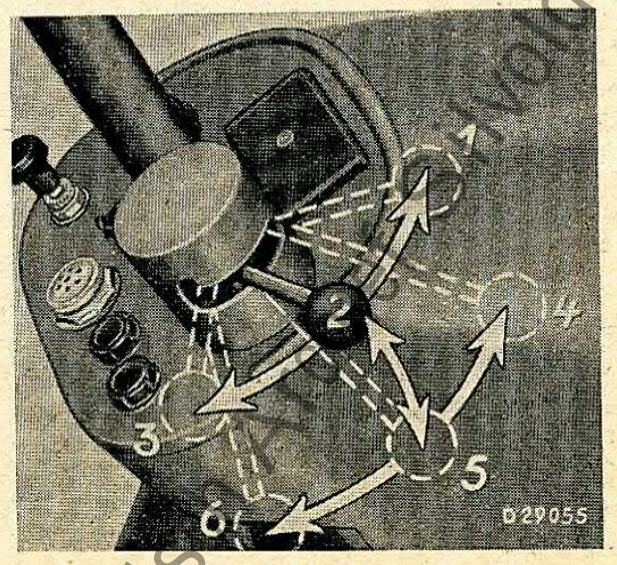

Bild 23
3. Den Bedienungshebel für die Hydraulik hochziehen und vordrükken (Stellung 1, Bild 23): Das Mähwerk wird zur **Putzstellung** angehoben.
4. Den gleichen Bedienungshebel nach hinten ziehen und nach oben einrasten (Stellung 3, Bild 23): Das Mähwerk senkt sich zur **Arbeitsstellung.**